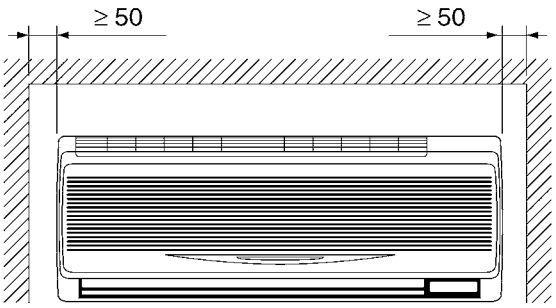
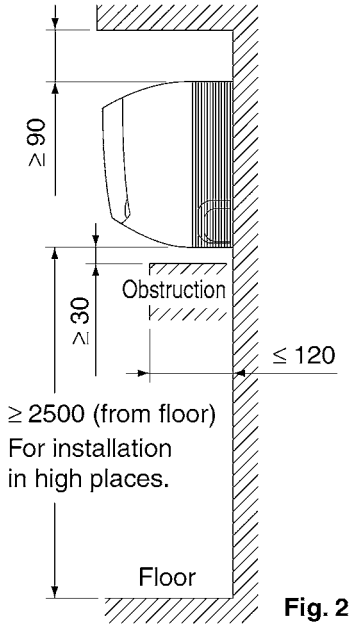

Fig. 1
Fig. 2
(1) Select an installation site where the following conditions are fulfilled and that meets with your customer's approval.
- Where sufficient clearance for installation and maintenance can be ensured. **(Refer to Fig. 1 and Fig. 2)**